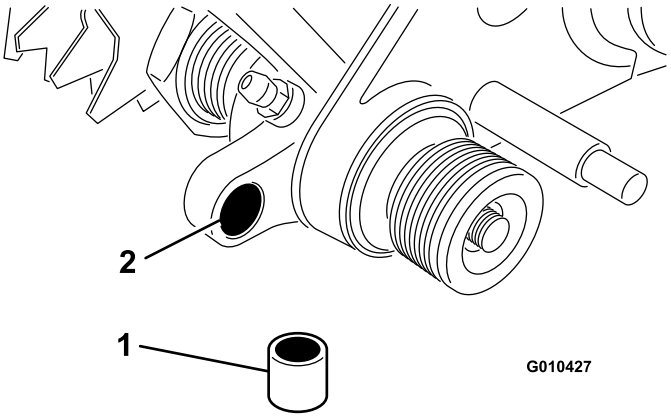

**Figura 13**
5. Introduzca un casquillo en el orificio del conjunto de transmisión izquierdo (Figura 13).